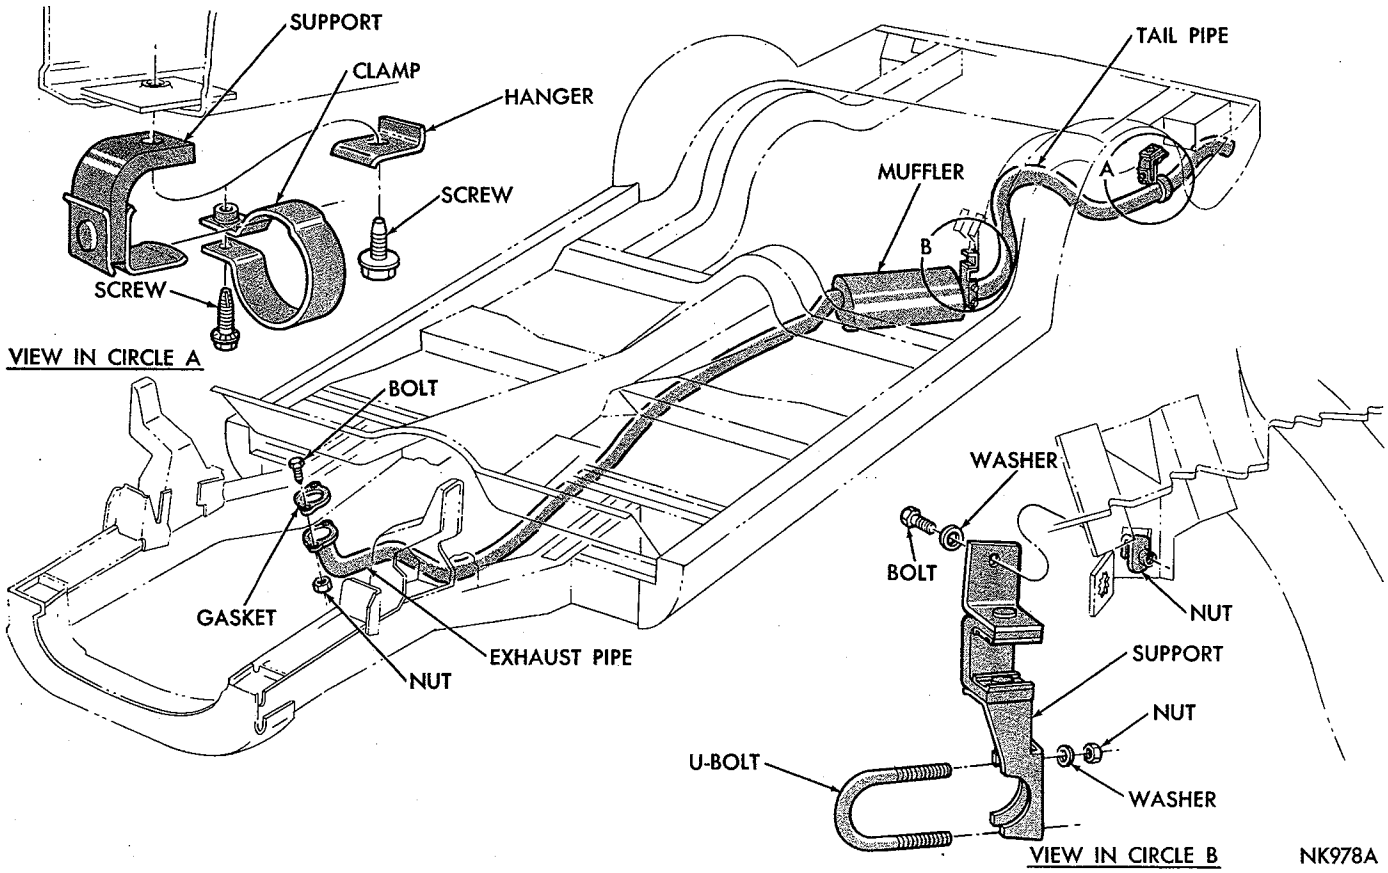
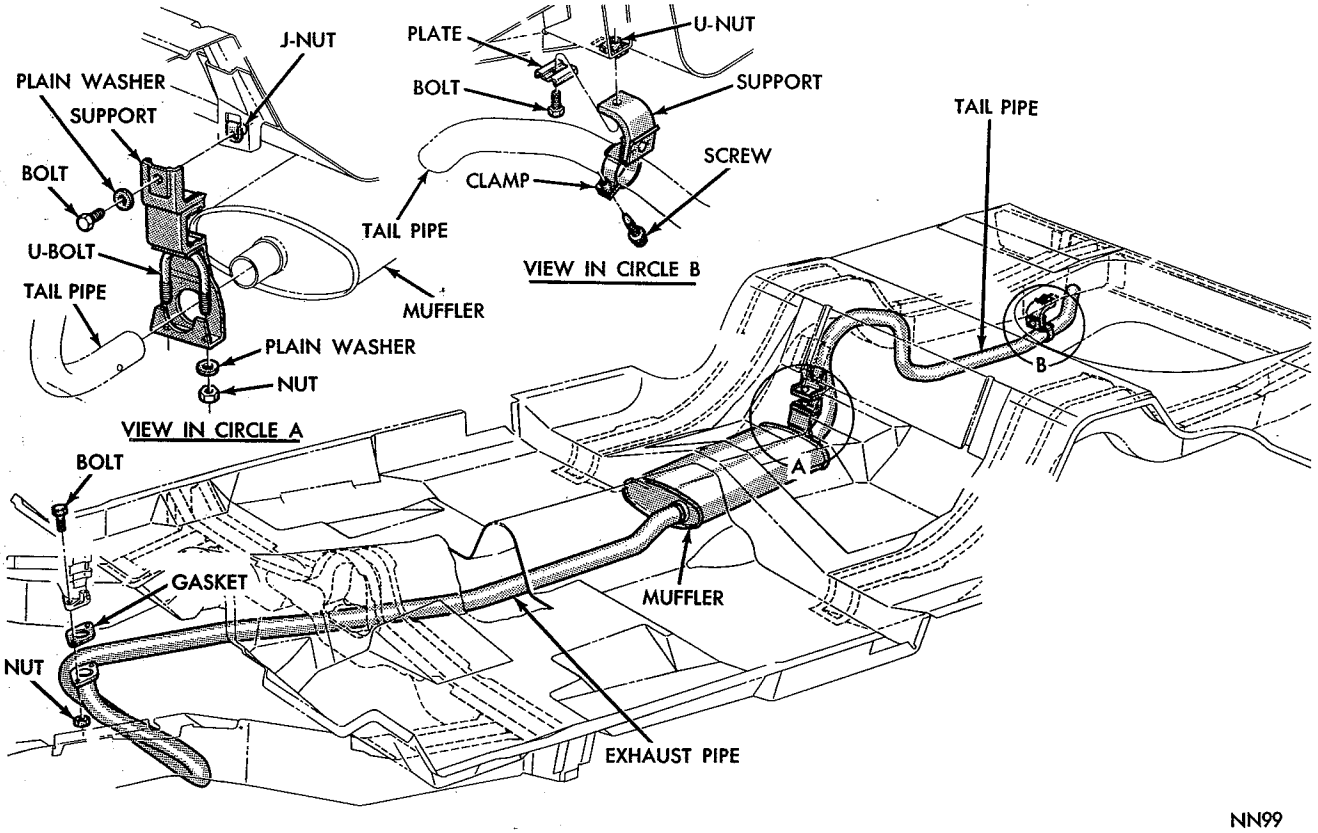

*Fig. 1—Exhaust System (Valiant 6-Cyl.)*
***Fig. 4—Exhaust System (Belvedere 6-Cyl.)***
The exhaust systems on Valiant and Belvedere models are suspended by "C" type supports (Figs. 1, 2, 3, 4, 5, 6 and 7). The exhaust system on Belvedere 6-cylinder models, is now located on the right side of the vehicle instead of on the left side (Fig. 4).
(2) Remove clamps and supports from exhaust pipe, muffler and tail pipe (Figs. 1, 2, 3, 4, 5, 6, 7, 8, 9 and 10).
(3) Disconnect exhaust pipe at exhaust manifolds and remove exhaust pipe. On models using gaskets at exhaust pipe flanges, discard gaskets and carefully clean manifold flanges of any gasket particles.
(4) Remove muffler and extension pipe assembly.
(5) Raise rear end of vehicle to relieve body weight from rear springs and remove tail pipe.
(1) Assemble exhaust system loosely to permit proper alignment (Figs. 1, 2, 4, 5, 6,7 , 8, 9 and 10).
(2) Connect exhaust pipe to exhaust manifolds, using new gaskets, where required. Tighten exhaust pipe attaching bolt nuts to 35 foot-pounds. On systems using the ball joint seating connection at the exhaust manifold, do not tighten attaching bolt nuts at this time.
(3) Adjust supports to provide proper underbody clearance and clearance with adjacent parts. **Do not fully tighten attaching bolts and screws at this time.**
(4) Tighten all slip joint clamp bolt nuts 100 inch-pounds, working from rear to front.
(5) Tighten all support attaching clamp screws to 95 inch-pounds, at same time maintaining proper clearance with adjacent parts.
(6) Tighten exhaust pipe ball joint connection bolt nuts 24 foot-pounds. When tightening nuts, alternate tightening between the bolts to insure parallelism of flanges.